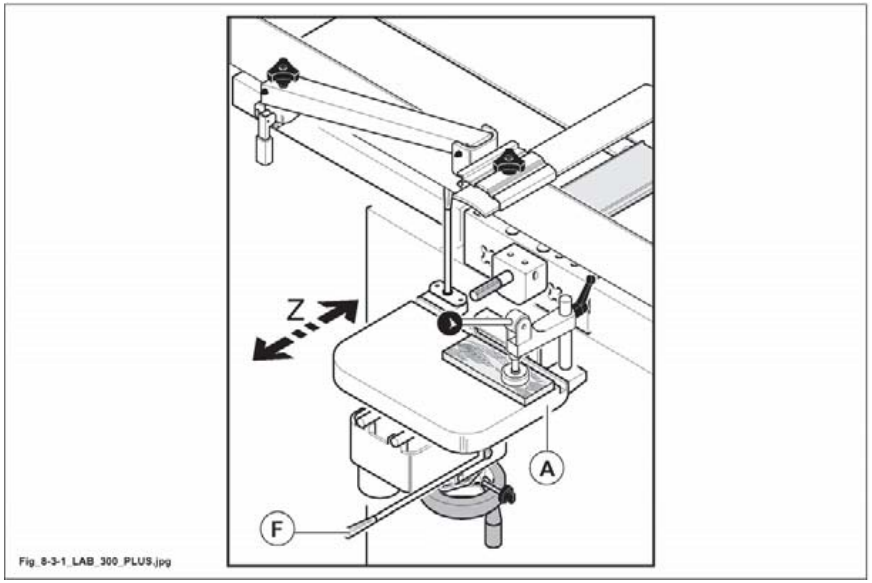

Abb. 8.3-1
Die Tiefe des Laufes des Zusatztisches (A Abb. 8.3-1) (Achse Z) einstellen:
- Vorlauf durch Hebel la leva (F Abb. 8.3-1) prüfen, Tiefenanschlag durch Kugelgriff unter dem Tisch (A Abb. 8.3-1) einstellen.